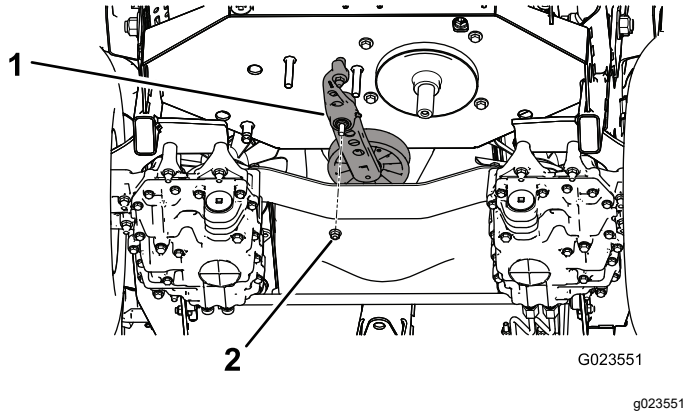

Figuur 56
5. Verwijder de moer waarmee de spaninrichting is bevestigd aan het frame (Figuur 56).